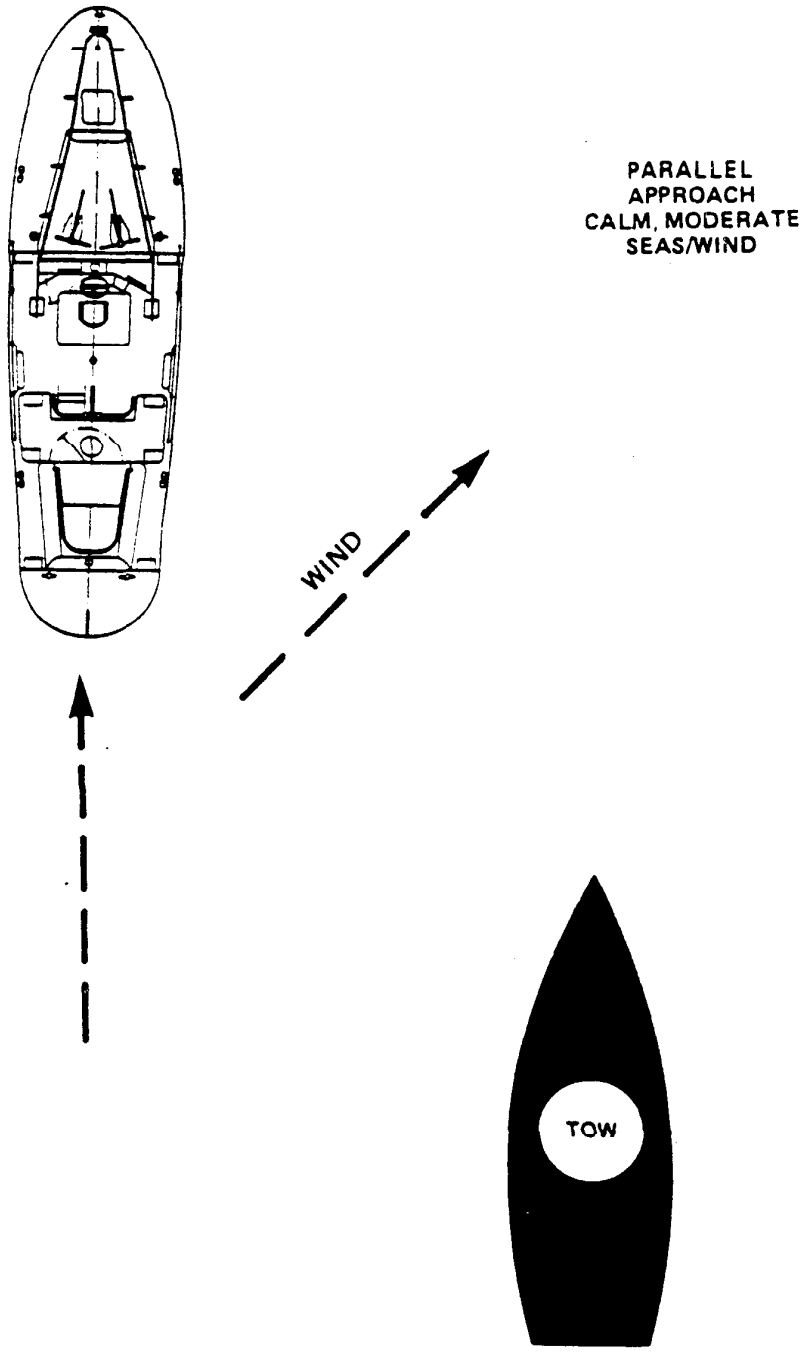

Figure 12-16 Parallel Approach
(1) The Parallel Approach. The parallel approach is used in good weather conditions when the disabled boat's rate of drift is slow. The towing boat approaches from the stern on the windward side of the disabled boat. Skilled boat handling is necessary at this point because the towing boat must pass close enough to pass the towline and stop a short distance ahead of the disabled boat. (See Figure 12-16).